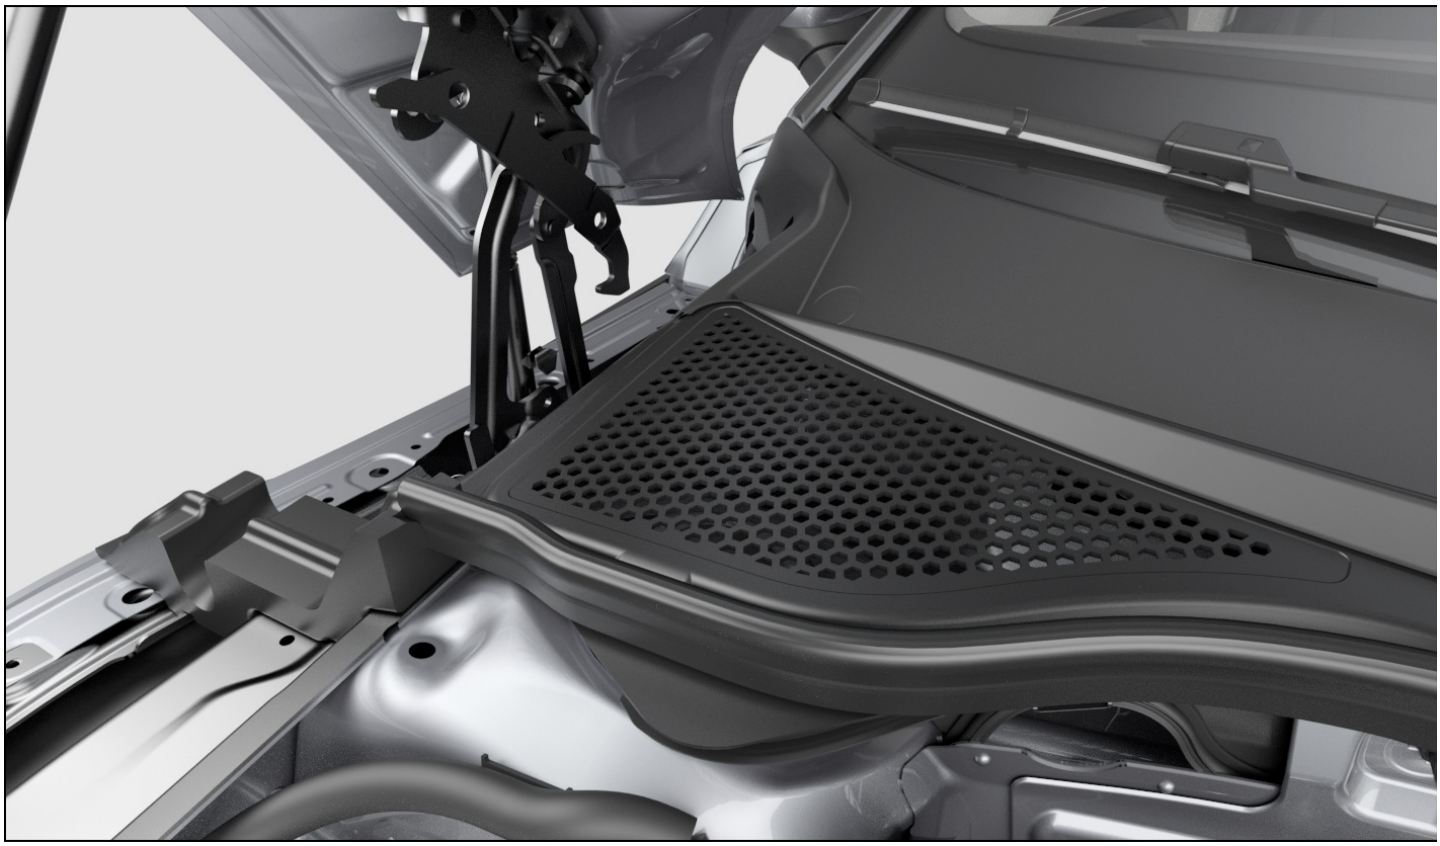

Fig. 162 Between the engine compartment and windshield: plenum chamber (general example).
- Remove leaves or other loose objects with a vacuum or by hand *fig. 162* , ⇒ ⓘ.